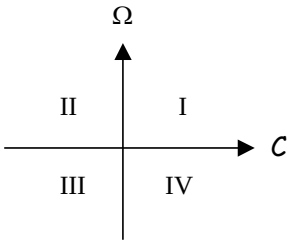

Figure 2
Soient Ω la vitesse angulaire et C le moment du couple du moteur à courant continu. Une convention d'orientation sur l'axe est choisie. Suivant les signes de Ω et de C, la figure 2 définit quatre quadrants de fonctionnement.
A.4) En partant de la configuration du hacheur alimentant la MCC quels sont les quadrants possibles de fonctionnement de l'ensemble MCC-hacheur ? Représenter ces points de fonctionnement sur le repère de la figure 2.
B.2) Représenter dans le repère d'ordonnée Ω et d'abscisse C, défini dans la figure 2, le déplacement du point de fonctionnement du moteur lors du cycle. On distinguera les déplacements instantanés et les déplacements ayant une durée non nulle du point de fonctionnement (par exemple en traçant les premiers en traits pointillés et les seconds en traits pleins).